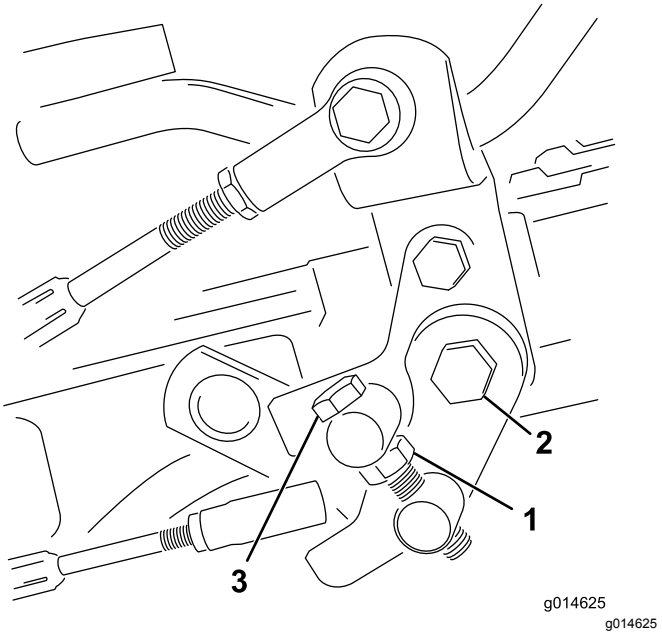

Figuur 55
1. Draai de contramoer op de draaitapbout los (Figuur 55).
4. Draai de contramoer op de draaitapbout en de moer op het scharnierpunt van het pedaal vast om de afstelling te vergrendelen (Figuur 55). Controleer de afstelling en stel nogmaals af indien dit nodig is.